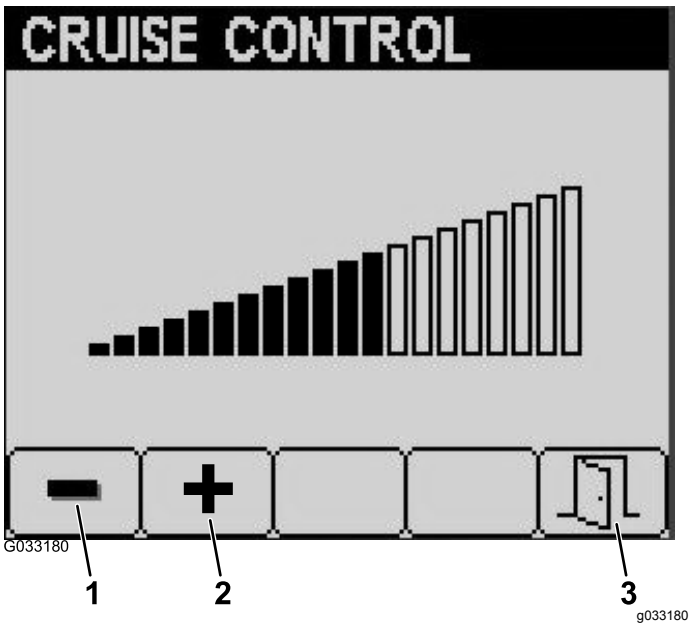

Figur 29
4. I fartskontrollskjermen trykker du på knapp 1 for å redusere fartskontrollhastigheten, eller på knapp 2 for å øke fartskontrollhastigheten (Figur 29).
5. Når du har angitt ønsket fartskontrollhastighet, trykk på knapp 5 for å avslutte (Figur 29).